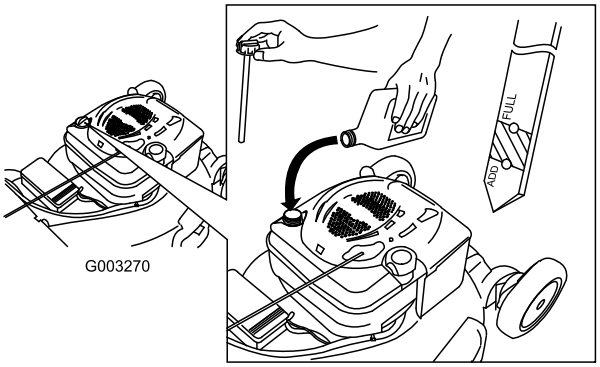

**Figur 38**
12. Ta ut oljestickan och läs av oljenivån, se Figur 38.